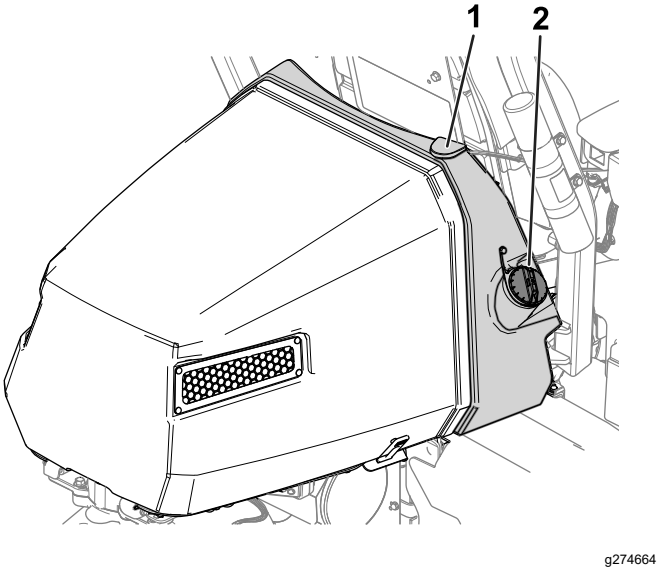

Bild 30
2. Reinigen Sie den Bereich um den Tankdeckel und nehmen Sie den Deckel ab (Bild 30).